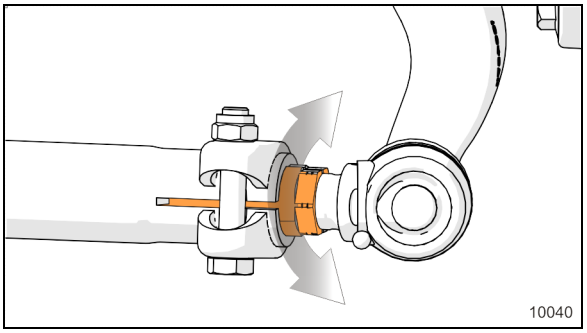

**FIGURE 49: FINE ADJUSTER SLEEVE ON TIE ROD**
b. Turn the adjuster sleeve (Figure 49) until the specified toe-in measurement is obtained.